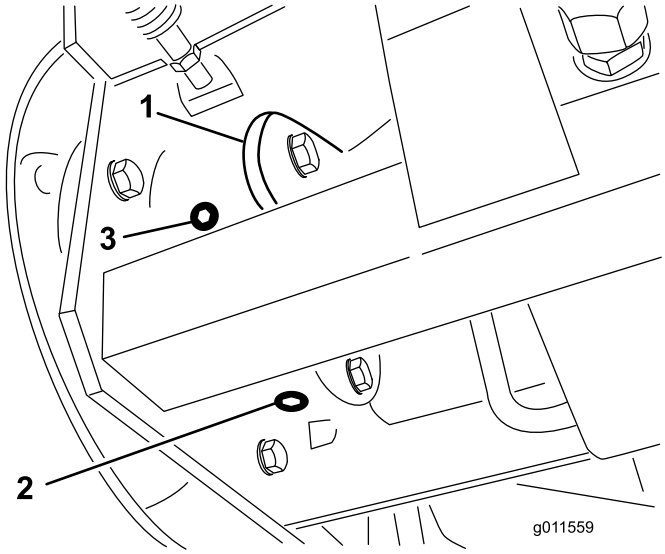

Figura 64
6. Coloque um recipiente de escoamento debaixo da caixa dos travões do lado oposto da roda (Figura 64).